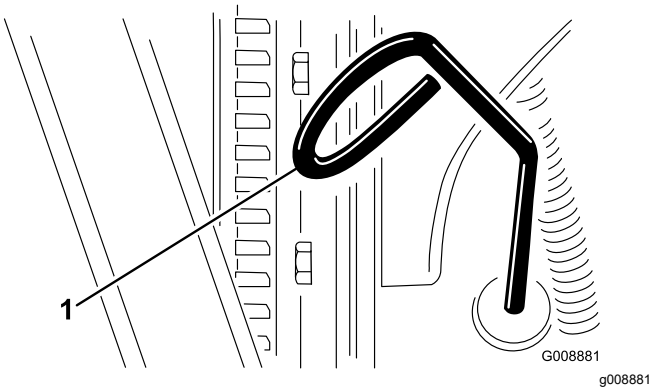

**Figur 48**
2. Ta ut oljestickan (Figur 48) och torka av den med en ren trasa.